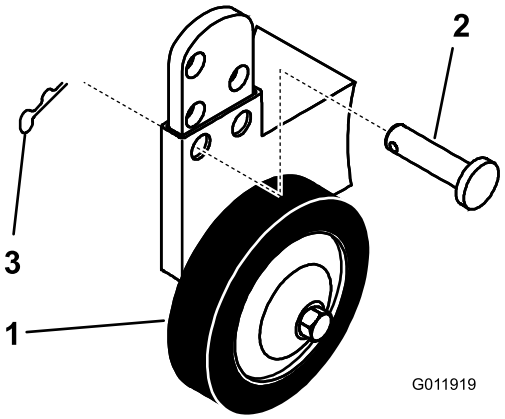

Figura 23
A. Togliete la coppiglia a forcina e il perno per utilizzare un foro diverso (Figura 23).
B. Scegliete il foro che permette alla ruota limitatrice di trovarsi a 10 mm dal terreno quando è impostata l'altezza di taglio desiderata (Figura 23).